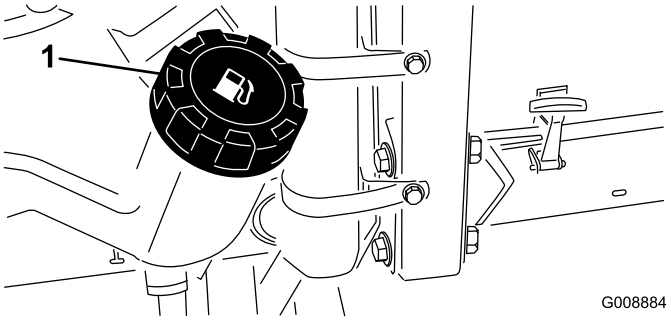

Figur 37
1. Rengør området omkring brændstoftankens dæksel (Figur 37).